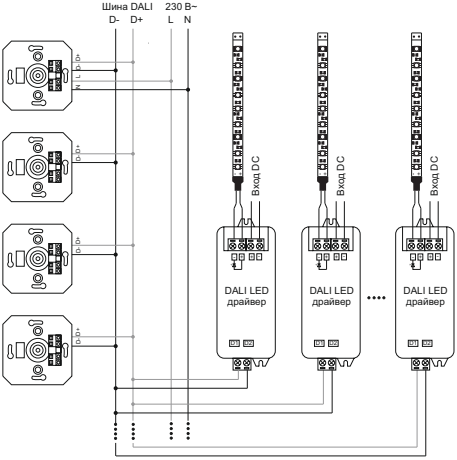

Рисунок 3
5.4 Варианты подключения диммера (рисунок 3).
На схеме (рисунок 3) основной диммер получает электропитание от сети 230 В~ и обеспечивает питание на шине DALI. Дополнительные диммеры получают питание по шине DALI от основного диммера. Управлять всеми нагрузками можно с любого диммера независимо.